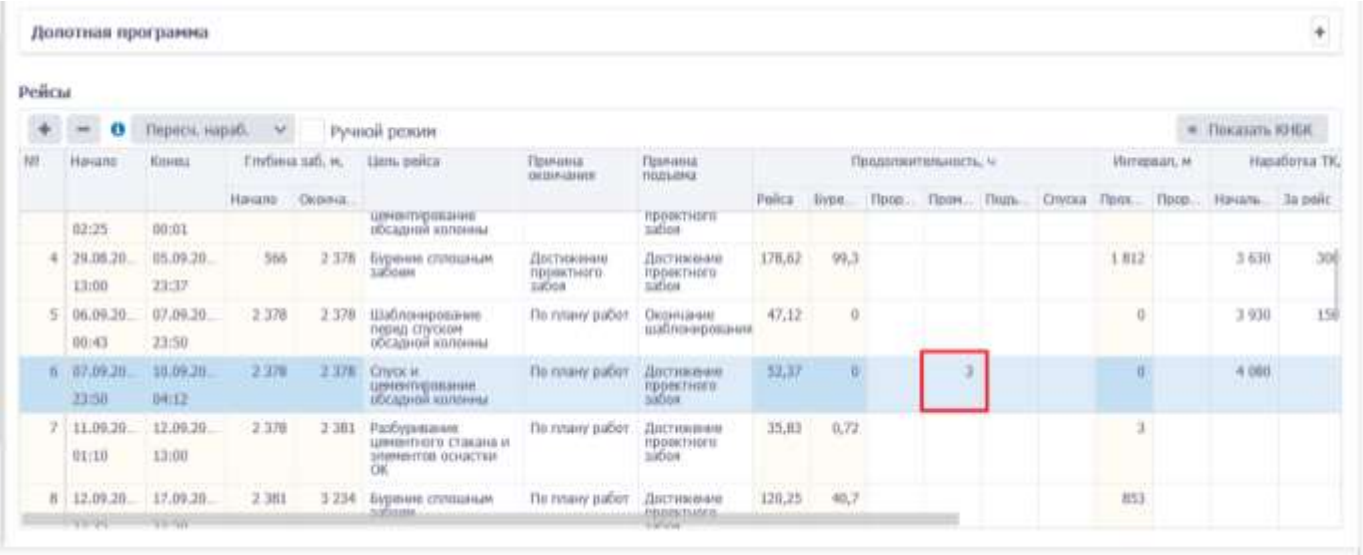

Рис. 3.179
- Пересчет промывки по РДТС – для выбранного рейса в поле П*родолжительность / Промывки* отобразится рассчитанное значение промывки (рис. 3.179). Данная функция доступна если на сервере установлена система ИС WellOnline «Мониторинг удаленных объектов». В том случае, если система не установлена при выборе «Пересчет промывки по РДТС» появится сообщение с ошибкой.